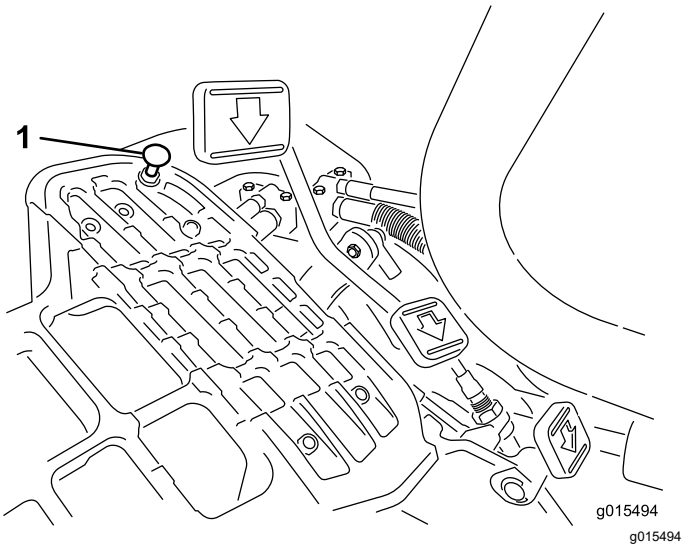

Figuur 43
Om de maximale transportsnelheid te verkrijgen, moet u de schakelhendel in de TRANSPORTSTAND zetten en het tractiepedaal intrappen. Als het pedaal contact maakt met de pedaalaanslag (Figuur 43) voordat u spanning op de kabel voelt, voer dan de volgende afstelprocedure uit:
1. Zet de schakelhendel in de TRANSPORTSTAND en draai de borgmoer los waarmee de pedaalaanslag is bevestigd aan de vloerplaat (Figuur 43).